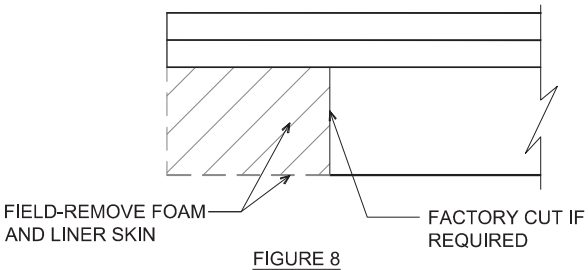
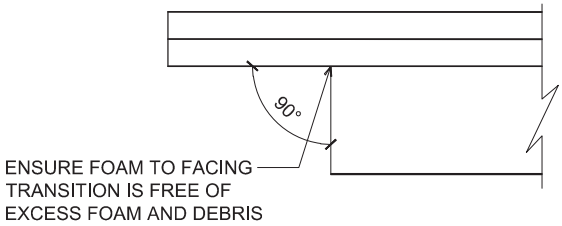

FIGURE 8
FIGURE 8A
13.6 ALL WEATHER INSULATED PANELS THAT INCORPORATE END LAPS WILL ARRIVE AT THE JOB SITE WITH THE FOAM AND LINER FACE IN PLACE. THE LINER FACE OF THE UPPER COURSE PANEL WILL HAVE A FACTORY SAW CUT 3" TO 6" FROM THE END OF THE PANEL (SEE FIGURE 8). REMOVE THE METAL AND FOAM AT THE END OF THE PANEL. CAREFULLY REMOVE ANY FOAM THAT REMAINS ON THE METAL SKIN TO ENSURE A POSITIVE AIR AND WATER INFILTRATION SEAL. ENSURE PANEL TO EXTERIOR FACING TRANSITION IS FREE OF EXCESS FOAM AND DEBRIS (SEE FIGURE 8A) TO ALLOW PANEL ENDS TO JOIN TOGETHER TIGHTLY FOR FOAM-TO-FOAM CONTACT.